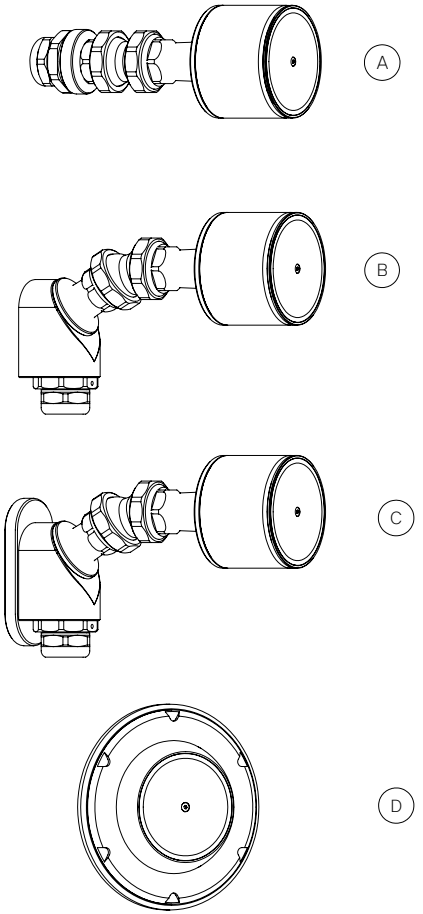

Abbildung 6
- Der Flex-Armhalter (Blecheinbau) (Abb. 6-A) eignet sich am besten für die Installation in eine Blechwand mit direkter Durchführung der Zuleitungen.
- Der Flex-Armhalter (Vorwandmontage) (Abb. 6-B) lässt sich flexibel an Blechwände oder in Vollmaterial montieren, auch dort wo keine direkte Kabelverschraubung durch die Gehäusewandung möglich ist.
- Der Flex-Armhalter (Magnethalter) (Abb. 6-C) eignet sich für eine einfache und schnelle Montage ohne Modifikation an der Werkzeugmaschine, insbesondere für Tests und die Auswahl des geeigneten Einbauorts. Für dauerhaften Einbau wird die feste Montage empfohlen. Demontieren Sie hierzu den Magnetschuh; der Halter entspricht dann der Ausführung „Vorwandmontage“.
- Der Kugelkopfhalter (Abb. 6-D, Abbildung ohne Werkzeug und ohne Gegenhalter) ist für den Einbau in eine Blechwand vorgesehen. Aufgrund der flachen und spanabweisenden Konturen neigt dieser Halter zu vergleichsweise geringer Spänenesterbildung. Der Halter verfügt eine kugelförmige Topfaufnahme, die ihn mit allen Kamerakopf-Varianten kompatibel macht. Die maximale Neigung beträgt ± 20° zur Bohrungsachse. Der Kamerakopf kann mit einer Ausrichtung von 0–360° montiert werden.